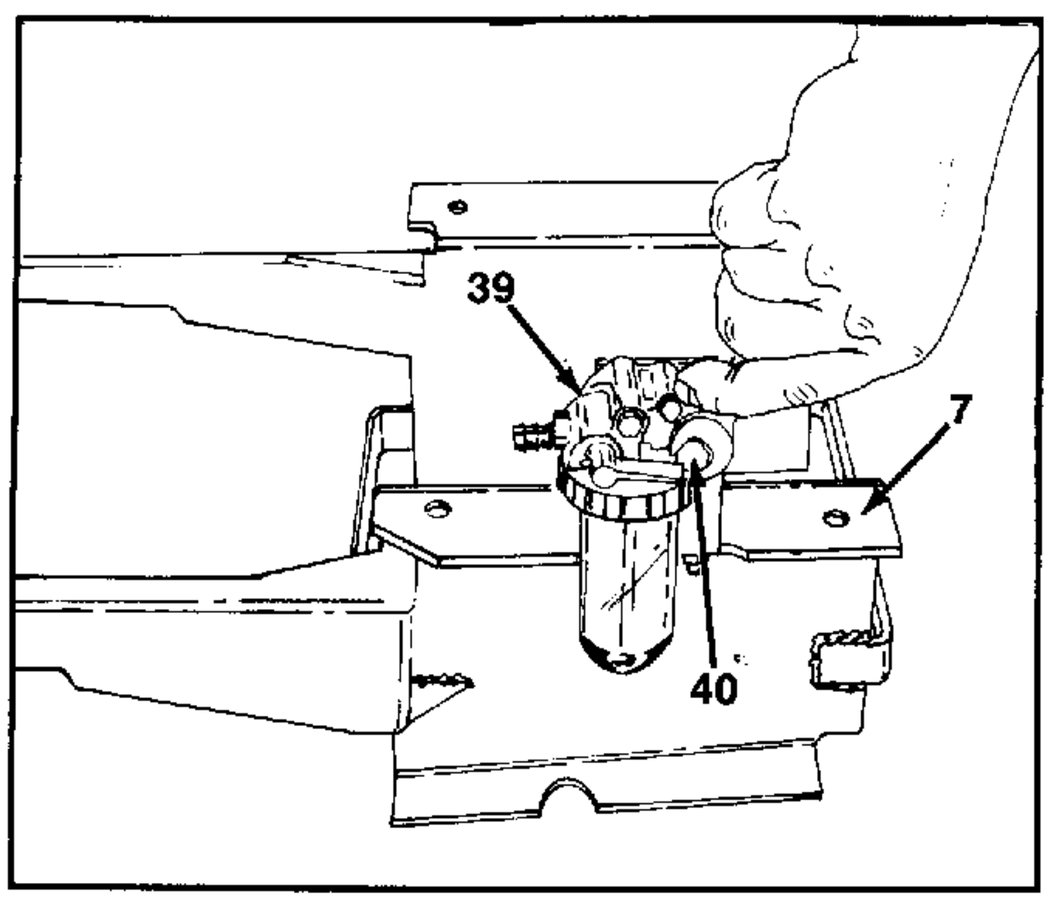

FIGURE 24.
22. Remove the secondary fuel filter from the engine craddle, by removing one hex bolt. See figure 24.